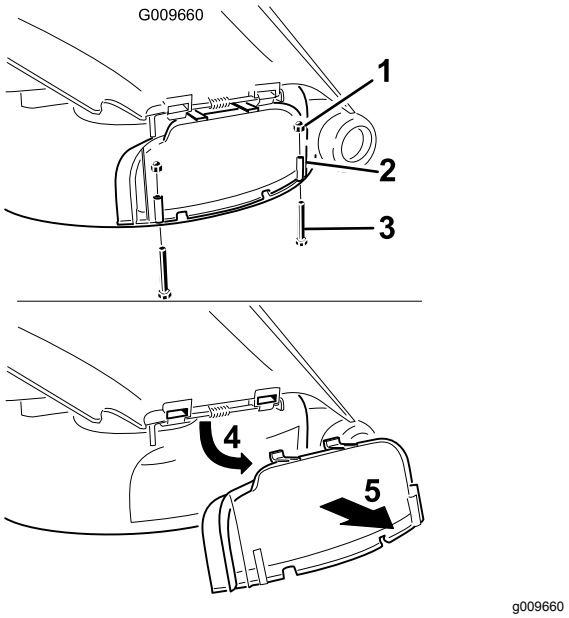

Figuur 23
3. Verwijder de 2 moeren en bouten waarmee de uitworpafsluiter aan de machine is bevestigd (Figuur 23).